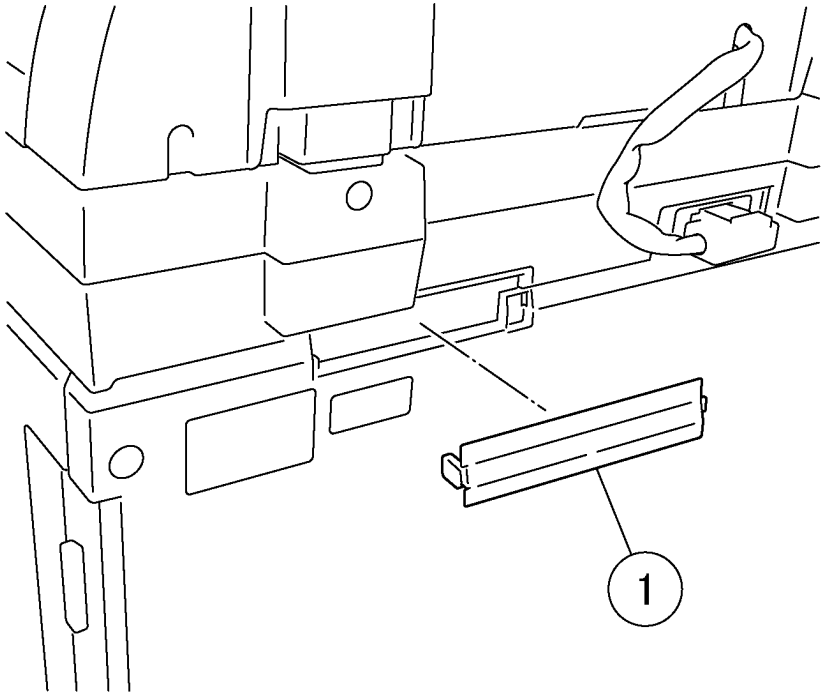

Рисунок 1 Снятие крышки, закрывающей память (j0ch41003)
1. Снимите крышку, закрывающую память (рисунок 1).